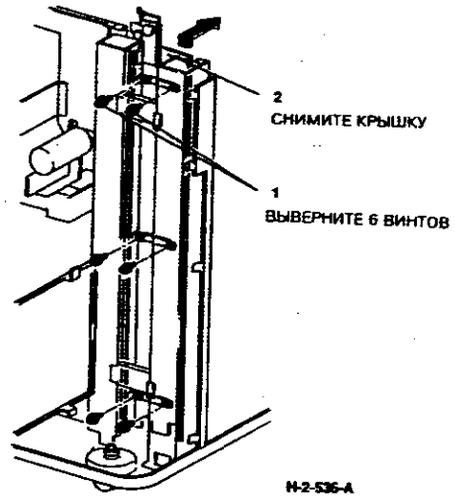

**Рисунок 4. Снятие крышки**
5. (Рисунок 4) Снимите крышку кулачка.
*ПРИМЕЧАНИЕ: (Рисунок 4) При выворачивании последнего винта придерживайте крышку.*